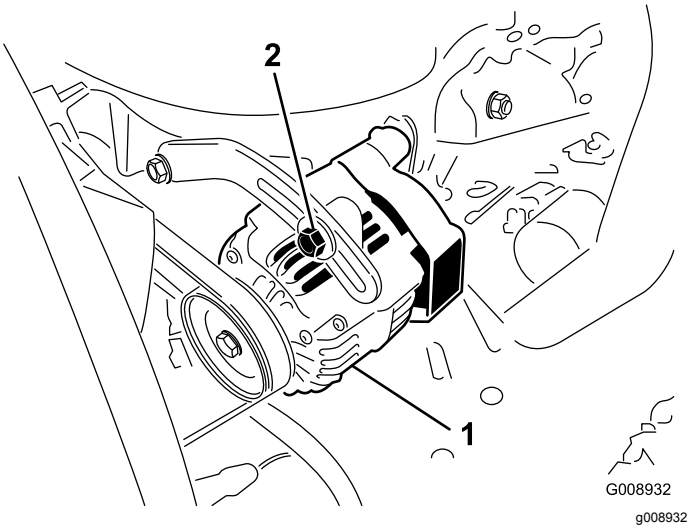

Figuur 45
2. Als de speling niet correct is (en dus geen 10 mm bedraagt), moet u de montagebouten van de wisselstroomdynamo losdraaien (Figuur 45).